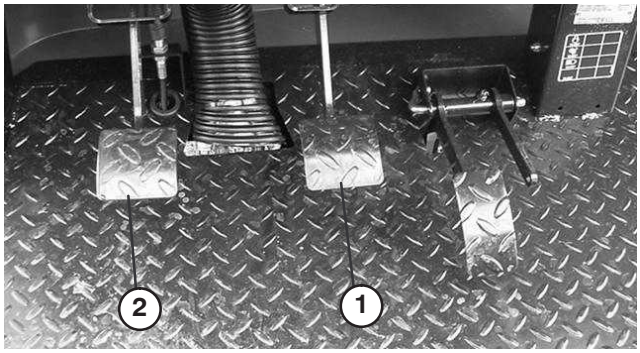

Figure 61
2. Soulevez la pédale de frein (Fig. 61) jusqu'à ce qu'elle touche le châssis.